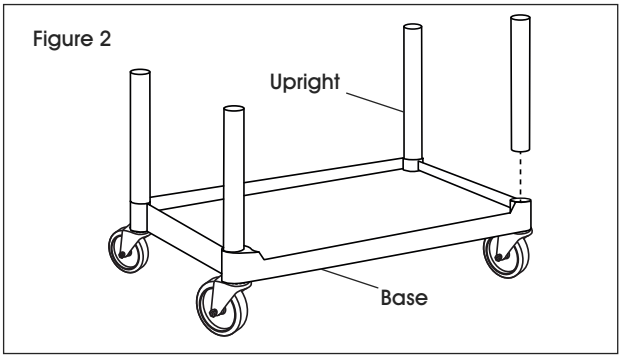

Figure 2
2. Flip base onto casters. Insert upright into hole on top of base. Repeat for remaining three openings on base. (See Figure 2)